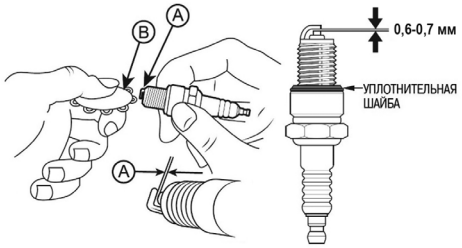

Рис. 13 Проверка зазора между электродами
4. Измерьте зазор между электродами свечи зажигания специальным щупом. Зазор должен быть 0,6-0,7 мм (Рис. 13). При увеличении или уменьшении требуемого зазора рекомендуется заменить свечу, так как регулировка зазора может привести к изменению качества искрообразования.